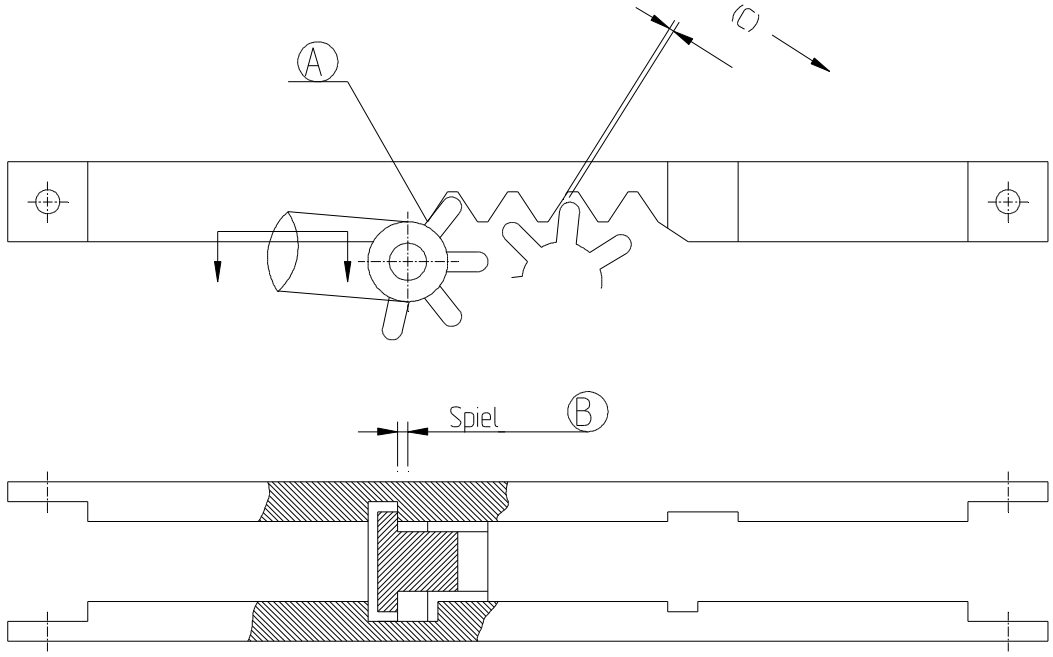

Figur 6.c.2 Drivlinjal, drivtannhjul og låsesegment.
- Med drivtannhjul og drivlinjal i inngrep, og med låsesegment i stilling som angitt på figur 6.c.2, presses drivtannhjul og driv-linjal sammen, se (A). Spillet mellom låsesegment og sporet i drivlnjalen måles med bladføler.
- Spill (B) skal være minst 0.15 mm
- Frispillet i tanninngrepet (C) skal være: